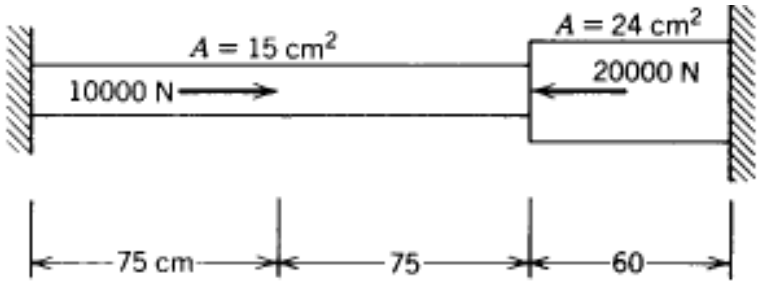

Figure 2
Q.3 **(a)** For the axially loaded bar as shown in figure 2, determine the nodal displacements and element stresses. For steel, E = 20×10^6 N/cm^2 **06**